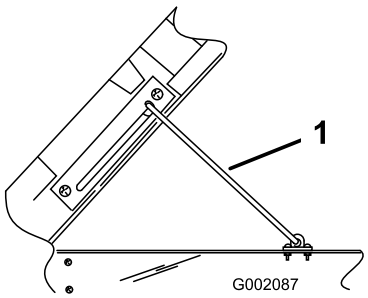

Figur 24
2. Træk støttepinden ind i den forsænkede åbning for derved at fastgøre ladet (Figur 24).